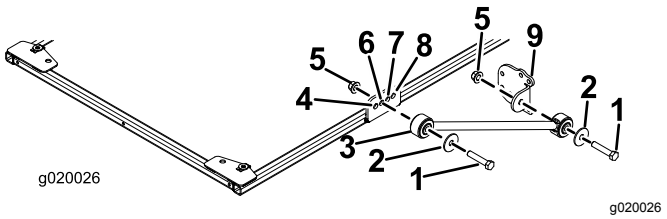

Figure 14
7. De chaque côté du cadre du pare-soleil, fixez légèrement un raidisseur dans le deuxième trou du support de raidisseur à l'aide d'un boulon (1/2" x 2-1/2"), d'une rondelle (1/2") et d'un écrou à embase (1/2"), comme montré à la Figure 14.
8. Fixez légèrement un support à chaque raidisseur à l'aide d'un boulon (1/2" x 2-1/2"), d'une rondelle (1/2") et d'un écrou à embase (1/2"), comme montré à la Figure 14.